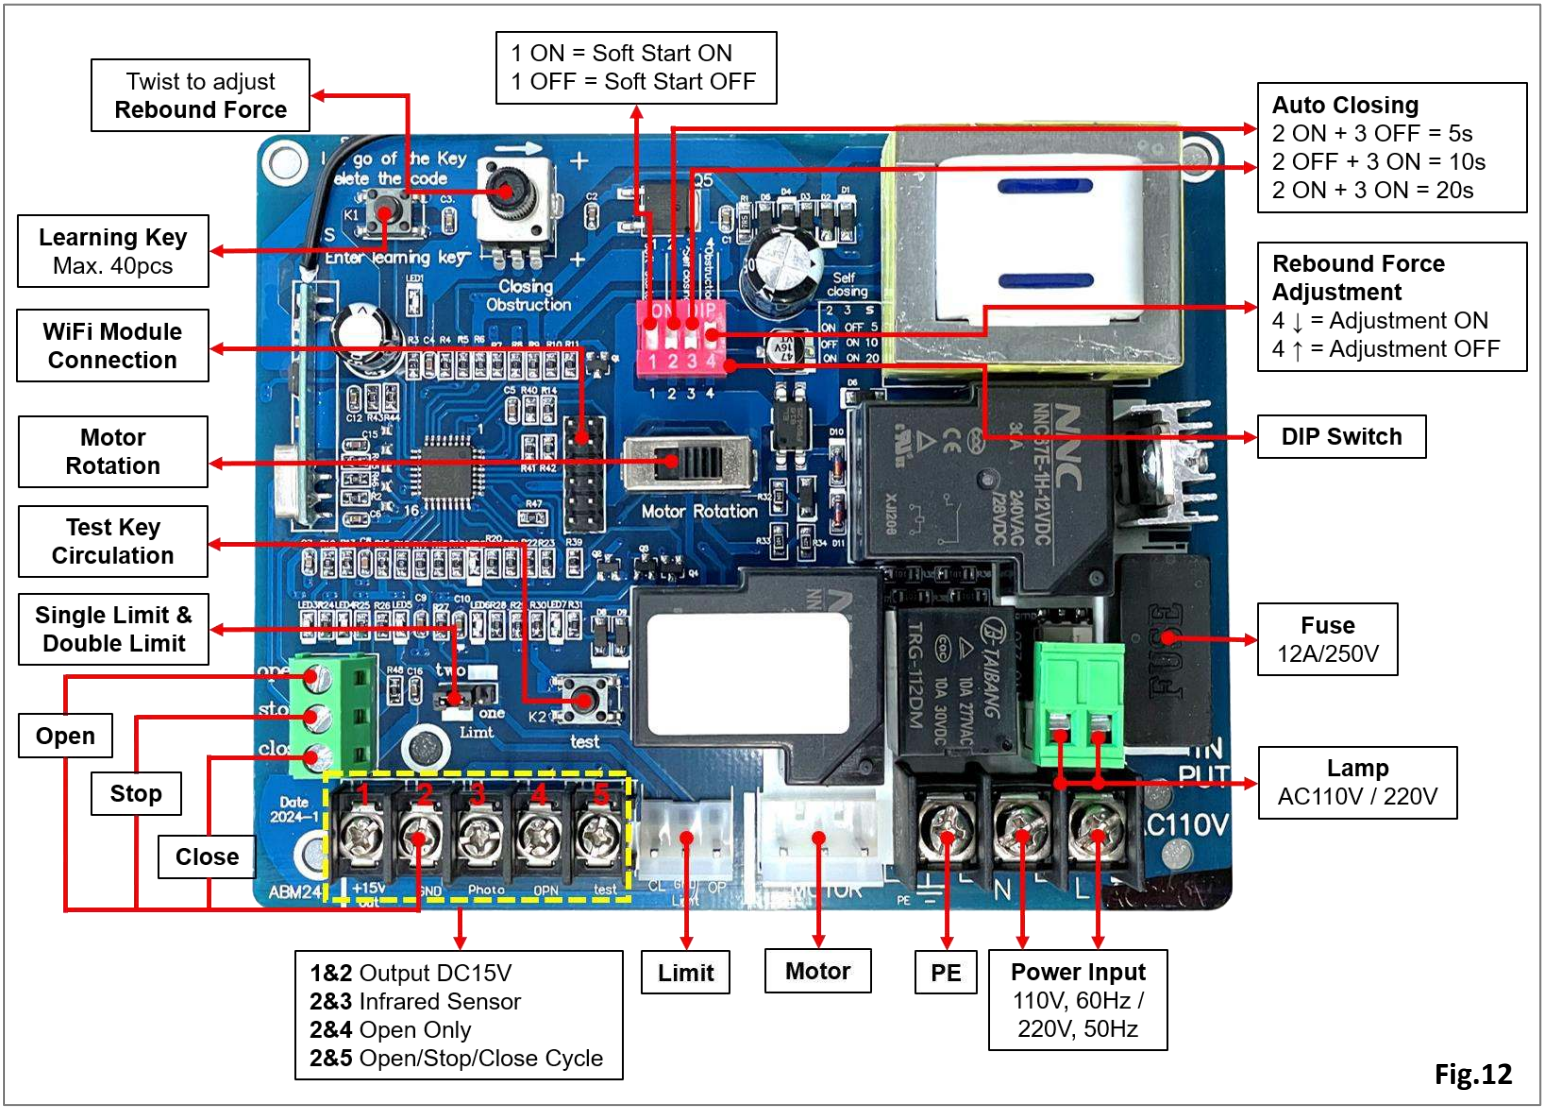

Fig.12
5.2 Wiring Connection (Fig.12)